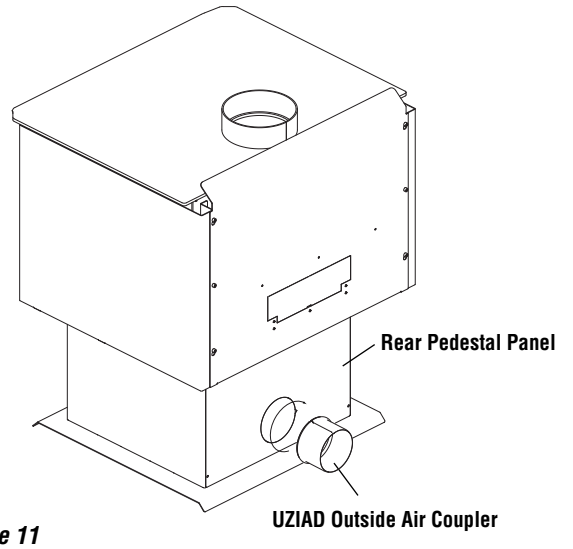
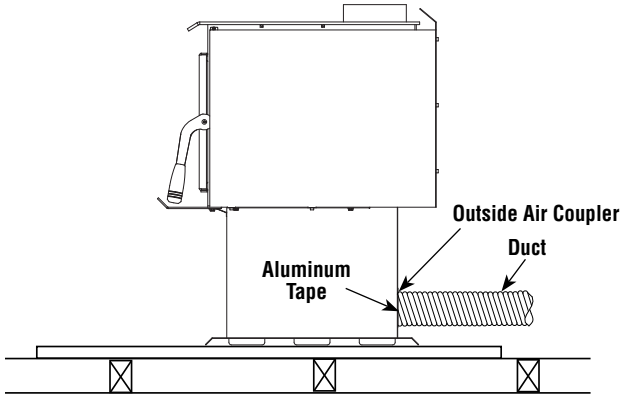

***Figure 11***
***Figure 12B - Outside Air Connection, Through the Wall***
2. **Install rear pedestal panel as shown in *Figure 11***.
3. **Install Outside Air Coupler** - Line up the "V" notch in the coupler with the "V" notch in the opening on the back of the pedestal *(see **Figure 11**)*. Push and twist so the rolled edge catches and continue turning a full 360° to lock the coupler in place.
4. **Install Ducting and Air Register *(refer to Figures 11 through 13)*** - The outside air assembly may be installed according to the following requirements:
b) The air intake register must not be installed more than ten (10) feet (3050 mm) above the base of the stove.
- Make a 4-1/4" (110 mm) hole in the outside wall of the house at the chosen location. From outside, place the outside air register in the hole (open side down) and fasten the register to the wall, with screws as shown *(see **Figures 12B and 13**)*.
- Install the coupler onto the existing collar on stove *(see **Figure 11**)*.